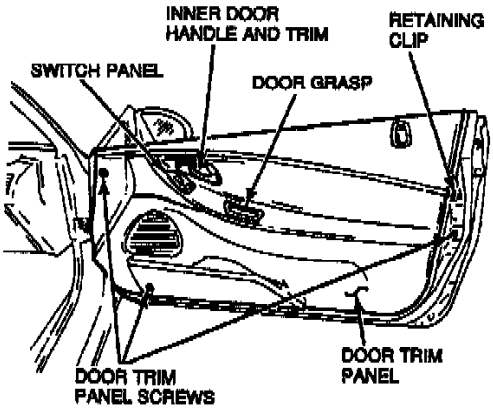

Figure 4 TB-3162-A
g. Remove the three (3) remaining door trim panel screws and one (1) retaining clip (Figure 4) - 1993-94 model years only.